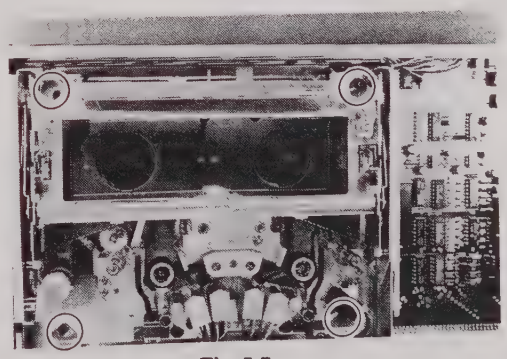

Fig. 5-7
8. Remove 4 screws, paying attention to two ground wires and two ground bands on the front surface of tape transport unit. (Fig. 5-7)